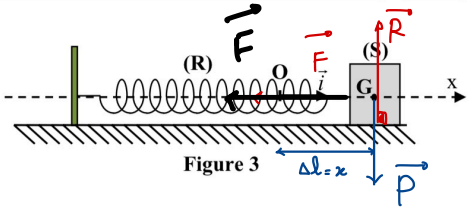

Figure 3
Pour étudier le mouvement du centre d'inertie G du solide (S), on choisit un repère $(O, \vec{i})$ lié à un référentiel terrestre supposé galiléen. On repère, à un instant de date t, la position de G par son abscisse x dans le repère $(O, \vec{i})$. La position de G à l'équilibre est confondue avec l'origine O de l'axe (Ox) (figure 3).